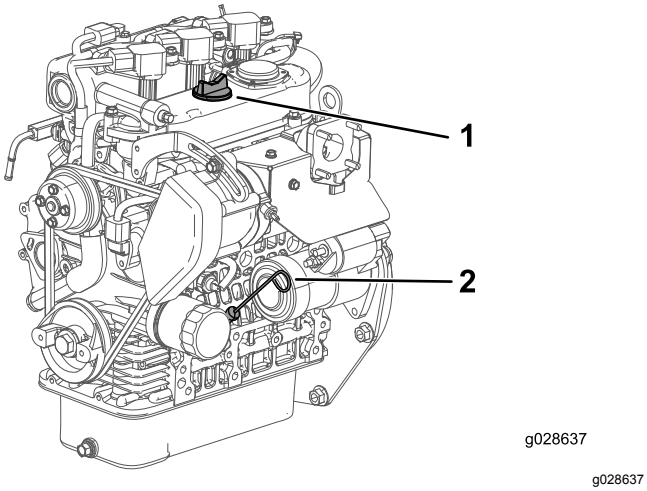

Figur 35
4. Ta ut oljestickan och torka av den med en ren trasa (Figur 35).
5. Sätt ner oljestickan i röret och se till att den kommer ner ordentligt (Figur 35).
6. Ta ut oljestickan och kontrollera oljenivån (Figur 35).
7. Om oljenivån är låg tar du bort påfyllningslocket (Figur 35) och fyller på tillräckligt med olja så att nivån når upp till markeringen FULL på oljestickan.
8. Sätt tillbaka oljestickan så att den sitter ordentligt (Figur 35).